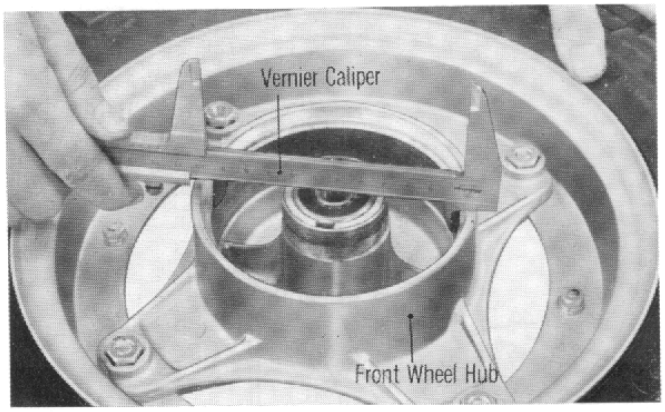

Fig. 77
(1) Check brake drum inside diameter. (Fig. 77)